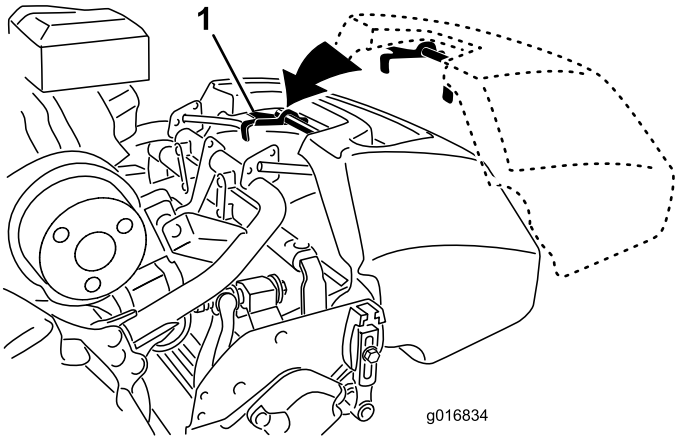

Figur 9
1. Hold kurven i håndtaket (Figur 9).
2. Før kurvkanten inn mellom klippeenhetens sideplater og over den fremre valsen (Figur 9).
3. Monter kurvkrokene over rammeløkken (Figur 9).